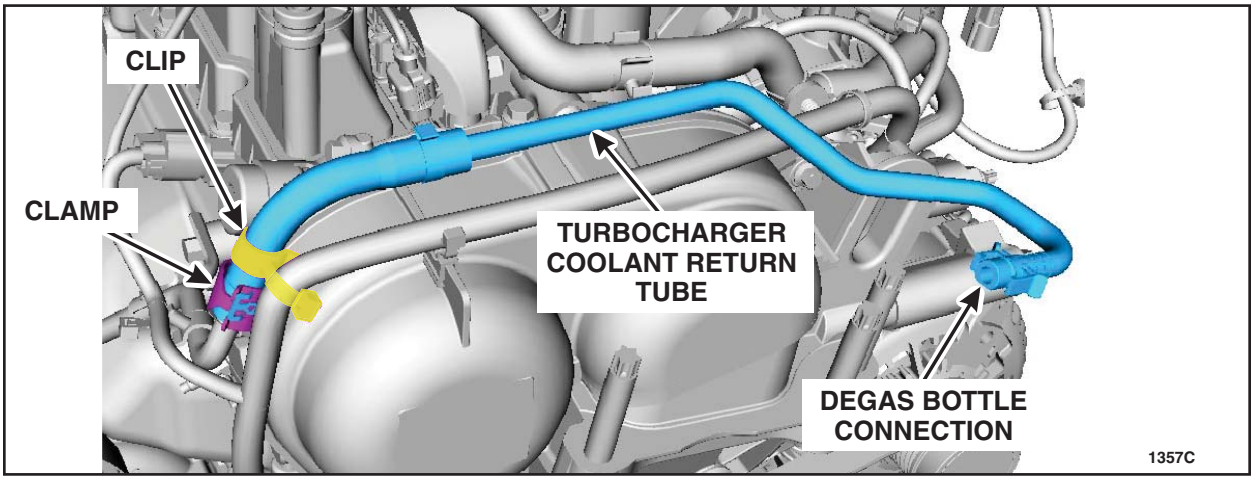

FIGURE C1
2. Remove and discard the turbocharger coolant return tube. See Figure C1.